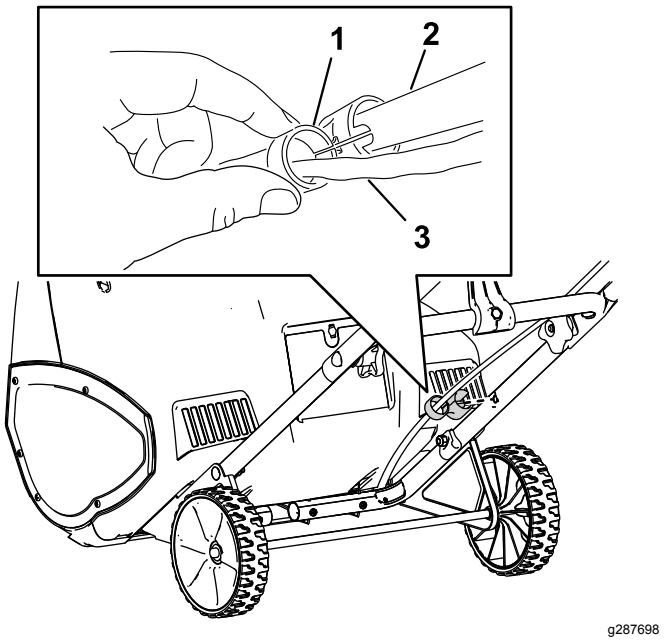

**Figur 2**
4. Fäst kabelguiden vid handtaget (Figur 2).